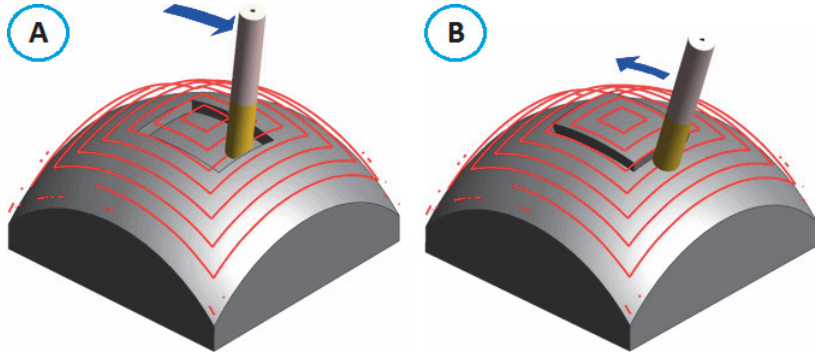
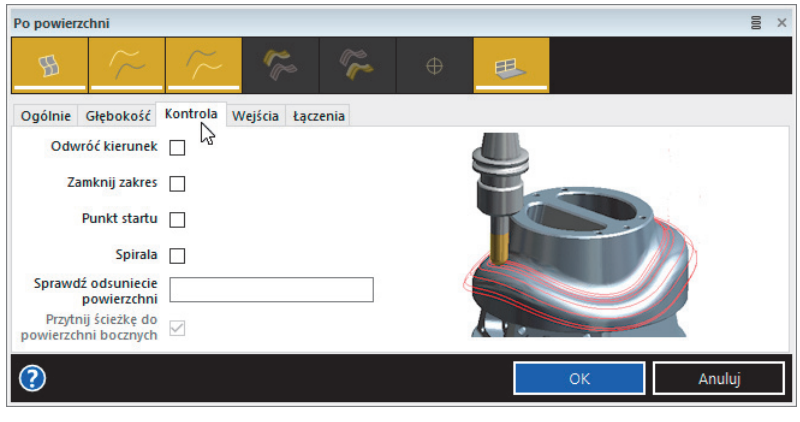

Rysunek 9.25. Widok funkcji Kierunek obróbki: Na zewnątrz i Do wewnątrz
Rysunek 9.27. Widok karty Kontrola cyklu Po powierzchni
- *Kierunek obróbki* — określa kierunek rozchodzenia się ścieżek (rysunek 9.25). Funkcja aktywna, gdy na karcie *Kontrola* (rysunek 9.27) wyłączona jest opcja *Spirala*:
1. Na karcie *Kontrola* określasz parametry związane z kontrolą ścieżki obróbki cyklu (rysunek 9.27).